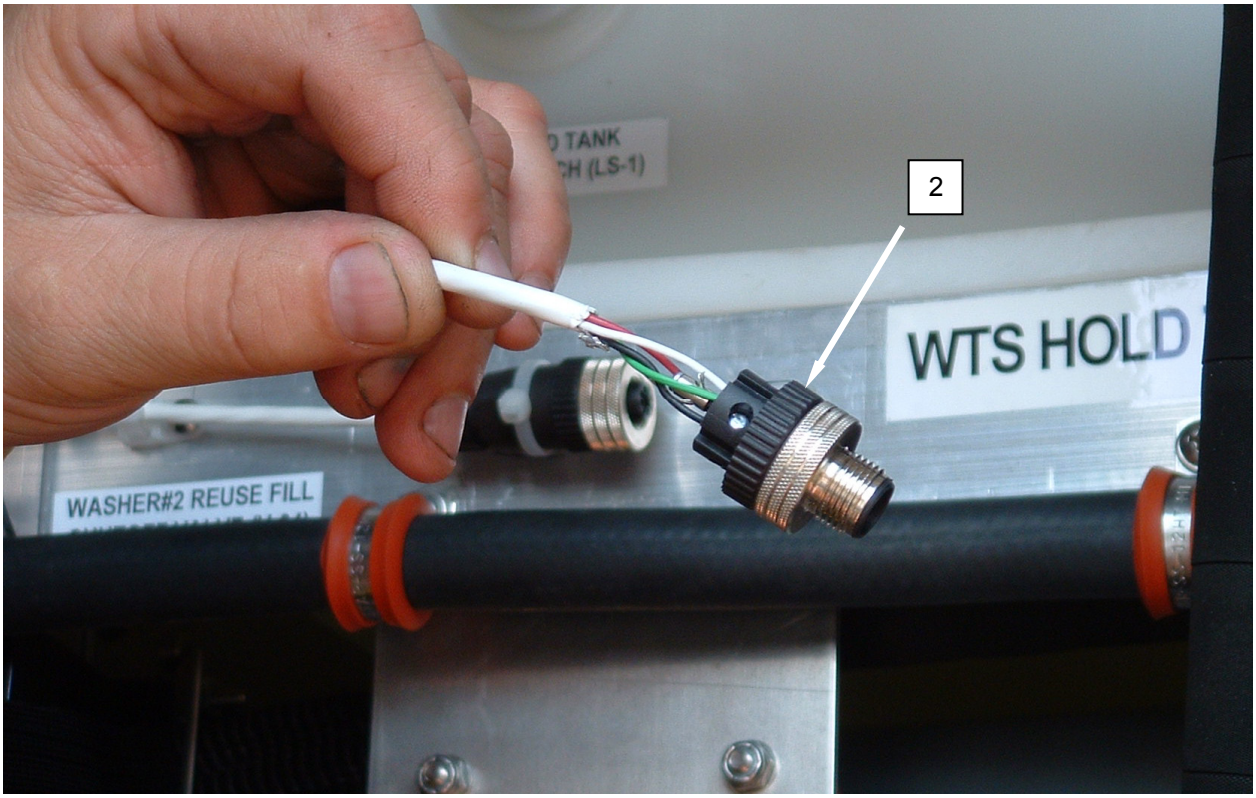

Figure 2. Replace the Level Sensors.
2. Disconnect electrical quick disconnect **(Figure 2, Item 2)** from level sensor **(Figure 3, Item 3)**.
4. Disassemble electrical quick disconnect **(Figure 2, Item 3)**, and transfer wiring from the replacement level sensor **(Figure 3, Item 3)**.
6. Connect electrical quick disconnect **(Figure 2, Item 1)** to replacement level sensor **(Figure 3, Item 3)**.